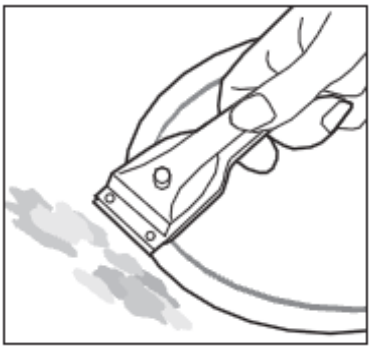

Рис. 7
- Для очистки варочной поверхности от остатков пищи и стойких пятен можно использовать скребок для стеклокерамических варочных поверхностей (продается в специализированных магазинах) (рис. 7).